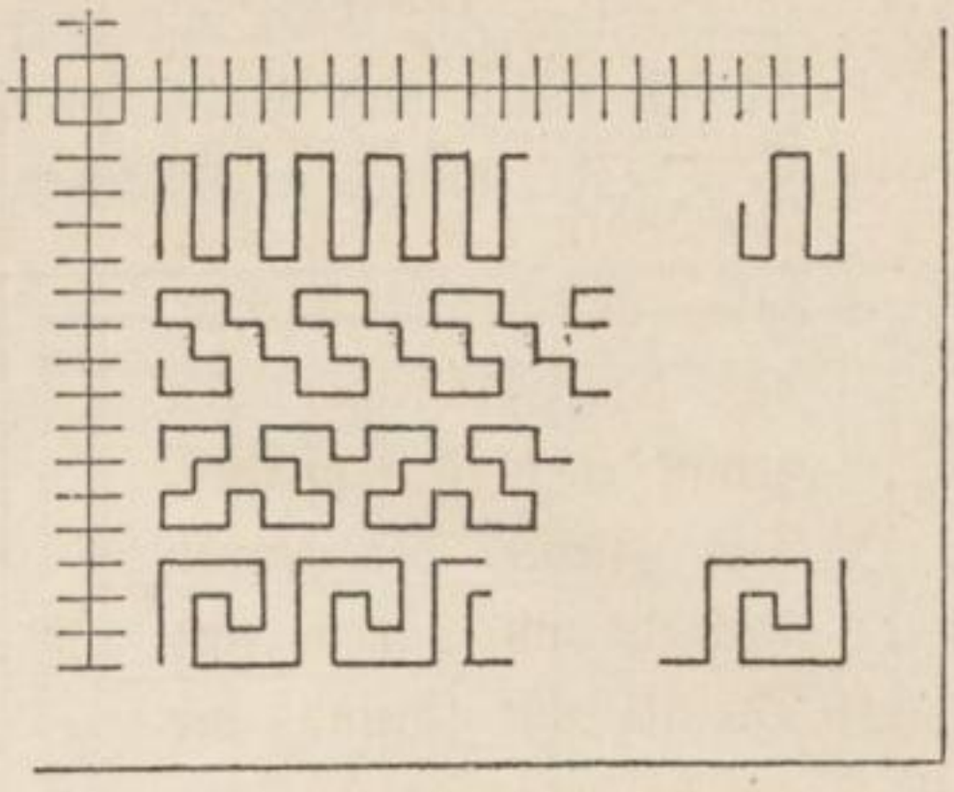

Fig. 5.
8. Fortlaufende Bänder aus rechtwincklig gebrochenen Linien (Mäander) sind nach Fig. 5 in der unteren noch freien Ecke *d* des Zeichenbogens in cm-Entfernungen anzuordnen.